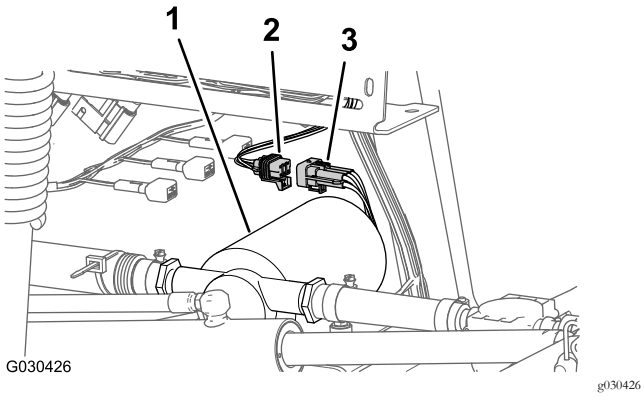

Figuur 8
2. Koppel de stekker met 6 pinnen van de kabelboom van de spoelpomp af van de connector met 6 contacten van de achterste kabelboom (Figuur 8).